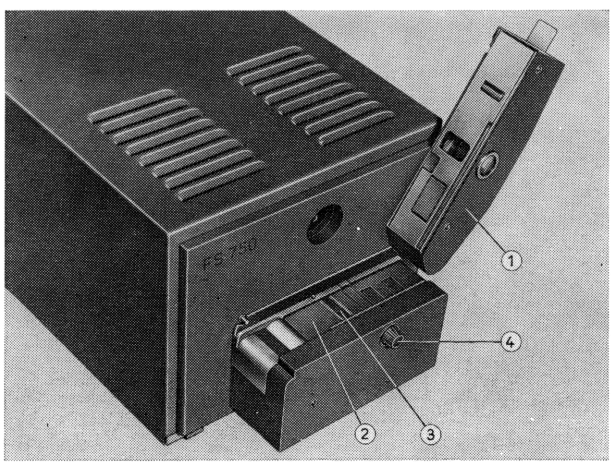

Abb. 9. Lochbandleser FS 750
Die beiden Leser arbeiten nach dem Start-Stopp-Prinzip. Bei jedem Schritt werden 5 bzw. 8 Kanäle abgetastet. Die Eingabegeschwindigkeit wird vom Rechner begrenzt. Sie ist vom Leseprogramm abhängig und beträgt max. 130 Z/s. Vor dem Einlegen des Lochstreifens ist der entsprechende Leser mit einem Schalter, der an der Frontplatte der Leserverkleidung angebracht ist, einzuschalten. Um den Lochstreifen einlegen zu können, muß der Schwenkarm (1) in der in Abb. 9 gezeigten Stellung stehen.